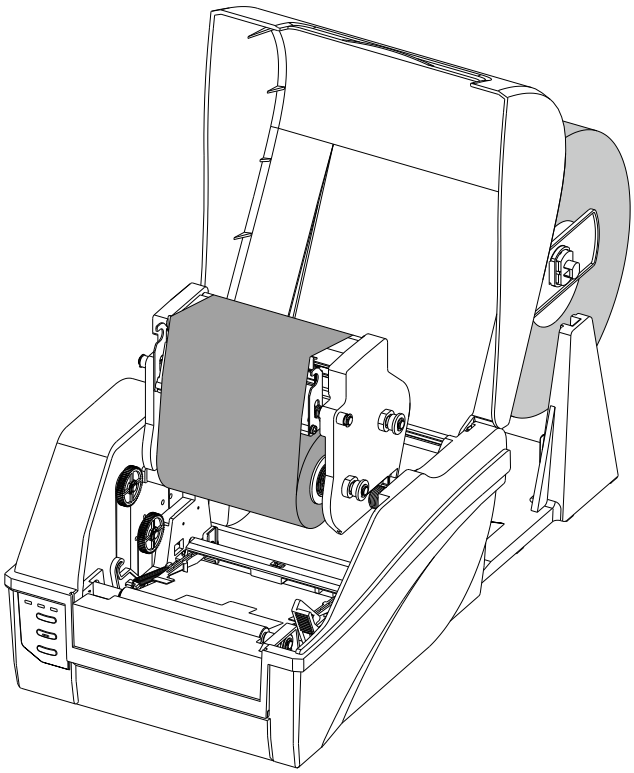

Figure 2-20 Load the Media
5. Position the media roll in the middle of the Spindle, using the ruler on the Media Spindle for alignment. See Figure 2-20.